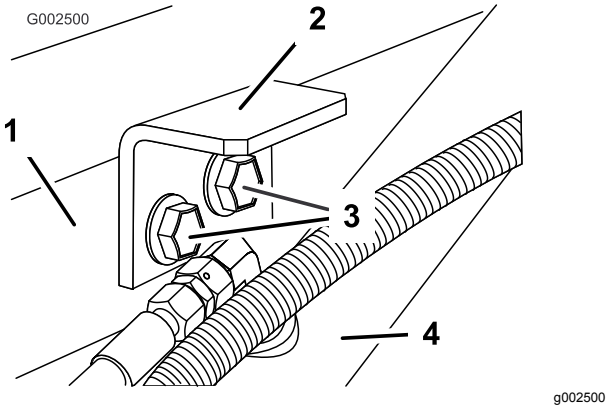

Figur 8
3. Montera låsfästena med de två skruvarna och flänsmuttrarna som togs bort tidigare (Figur 8).